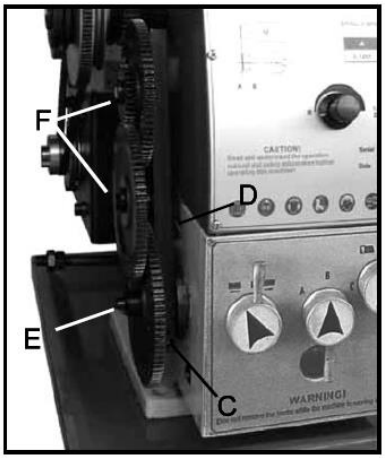

Рис. 23
3. Ослабьте стопорный винт (C, Рис. 23) на гитаре станка.
4. Переместите гитару станка (D, Рис. 23) вправо.
5. Открутите гайки (E, Рис. 23) от ходового винта или квадратные гайки (E, Рис. 23) от винтов гитары станка, чтобы снять шестерни.